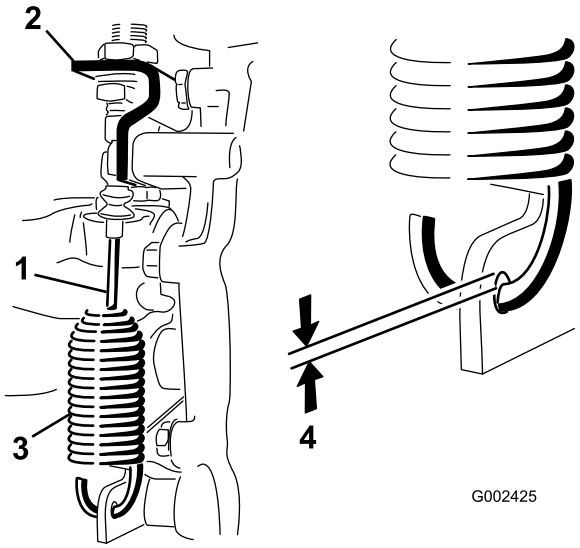

**Figur 53**
2. Løsne på låsemutterne som fester differensialsperrekabelen til braketten på transakselen (Figur 53).